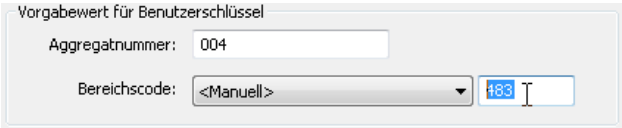

Bild 29.15 – Manuelle Eingabe des Bereichscodes
- wählen Sie im Listenfeld *Bereichscode* den Eintrag <*Manuell*>. Hierdurch wird das Editierfeld rechts daneben aktiv (Abb. 29.15).